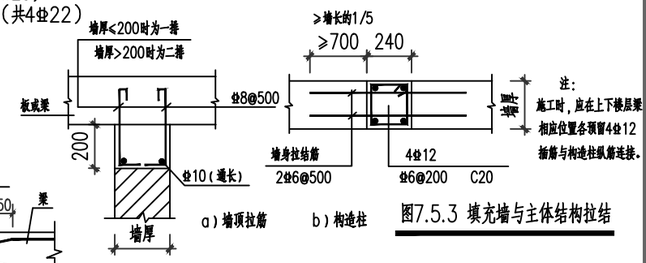

图7.5.3 填充墙与主体结构拉结
7.5.3 当填充墙的墙长超过5m且中间无横墙或柱支撑时，宜在墙顶与梁板结合处设置拉筋或混凝土构造柱（详图7.5.3）；当墙长超过5m或层高2倍时，应在填充墙长度中部位置、以及两端无钢筋混凝土柱（墙）处设置混凝土构造柱。